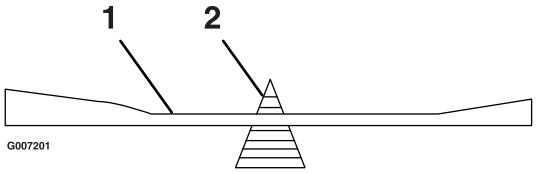

Figuur 48
2. Controleer de balans van het mes met een mesbalans (Figuur 48). Als het mes horizontaal blijft, is het in balans en geschikt voor gebruik. Als het mes niet in balans is, moet u wat metaal afvijlen van het uiteinde van de wiek (Figuur 48). Herhaal dit indien nodig totdat het mes in balans is.